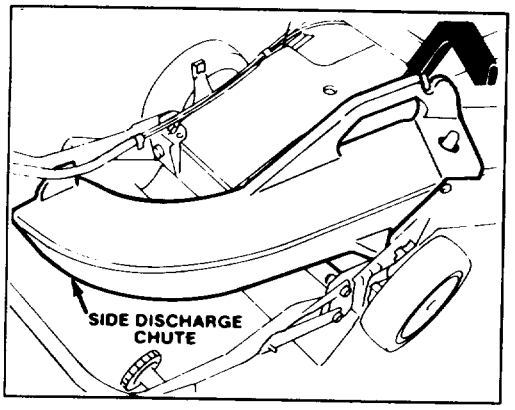

**Figure 26**
**1. Side Discharge Kit, Model No. 59168**—Installs in seconds. Rear mounted in place of the grass bag. Disperses clippings while trimming on both sides (Fig. 26).